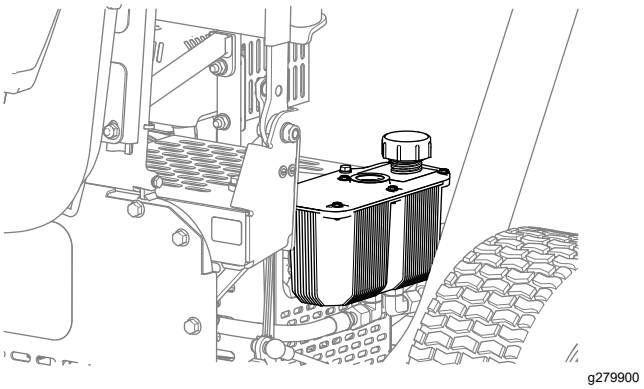

Figura 39
2. Togliete il tappo del serbatoio idraulico (Figura 39).
4. Montate il tappo sul serbatoio (Figura 39).